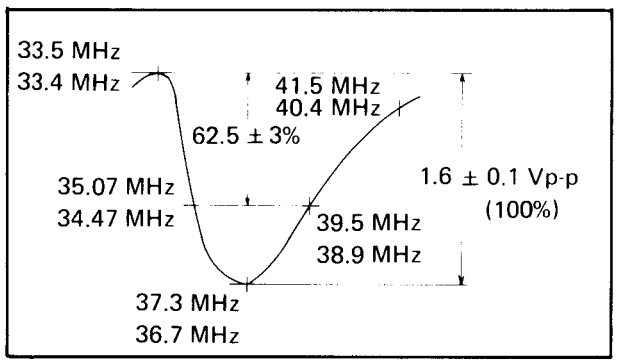

Fig. 5-45
14. Make sure that the waveform looks that shown in Fig. 5-45.